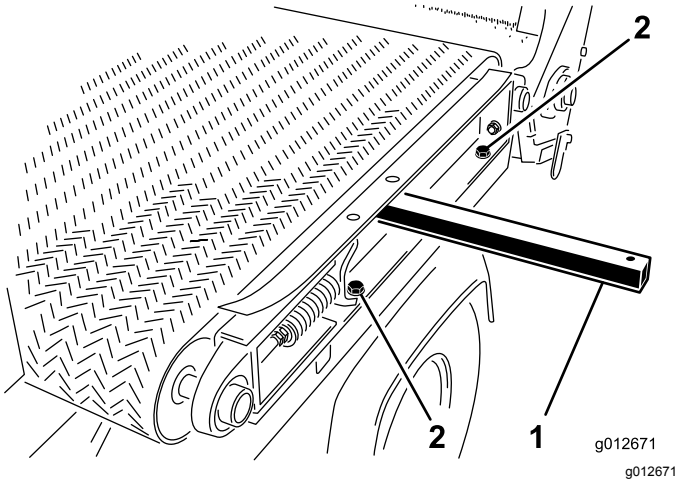

Figur 29
5. Lossa de två huvudskruvarna och två brickorna på maskinens vänstra sida som fäster glidflaksskenan vid den vänstra stänkskärmen (Figur 29).
1. För in en lyftstång genom hålet i vänster glidflaksskena och höj upp lyftstången för att tippa flakskenan något. Se Figur 29 i Demontera glidflaket (sida 24).